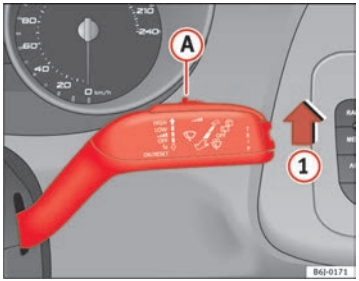

Fig. 61 Palanca del limpiaparabrisas
– Mueva la palanca del limpiaparabrisas hasta la posición (1) ⇒ fig. 61.
– Mueva el mando (A) hacia la izquierda o hacia la derecha para ajustar la sensibilidad del sensor de lluvia. Mando hacia la derecha: nivel de sensibilidad alto. Mando hacia la izquierda: nivel de sensibilidad bajo.